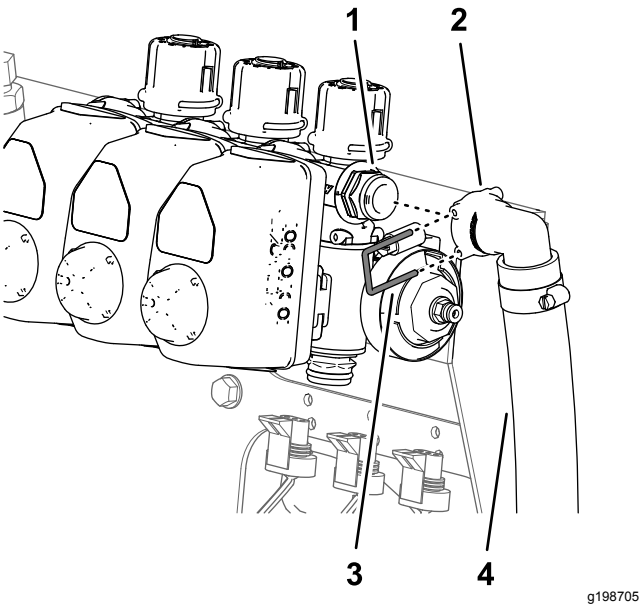

Figur 59
- **For maskiner uden det valgfri håndholdte pistolsæt eller det valgfri elektriske slangetromlesæt:** Afmonter den lille holder, der fastgør omløbsslangens lynfrakoblingsfitting til højre sektionsomløbsventils lynfrakoblingsfitting (Figur 59).